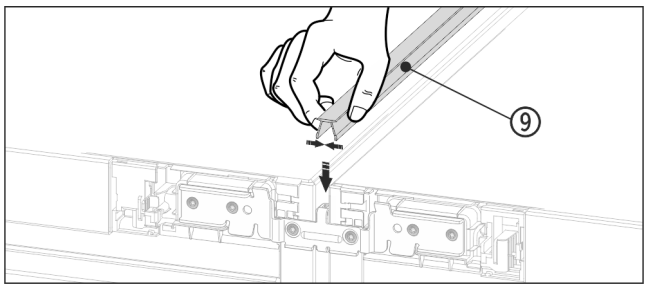

Fig. 17
▶ În partea superioară presați profilul de mascare *Fig. 17 (9)* scurt în fanta orizontală.